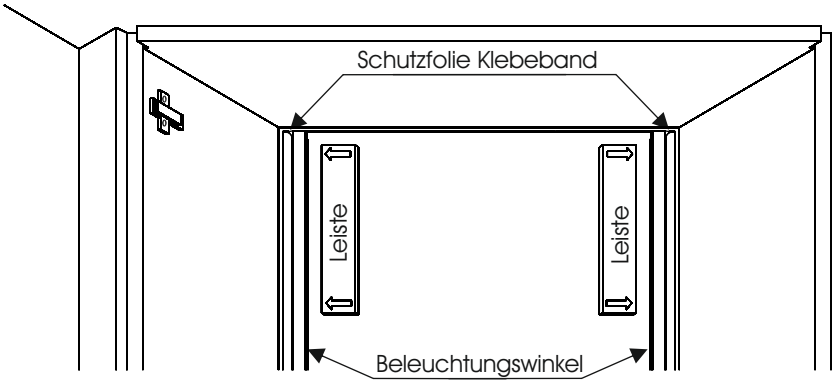

Abb. 2
3. Entfernen Sie die Schutzfolie des Klebestreifens von der Leuchte und drücken den Winkel an die Seite. Um einen gleichmäßigen Abstand zur Rückwand zu gewährleisten, verwenden Sie die mitgelieferte Montageleiste als Distanz. (Abb. 2 & 3)